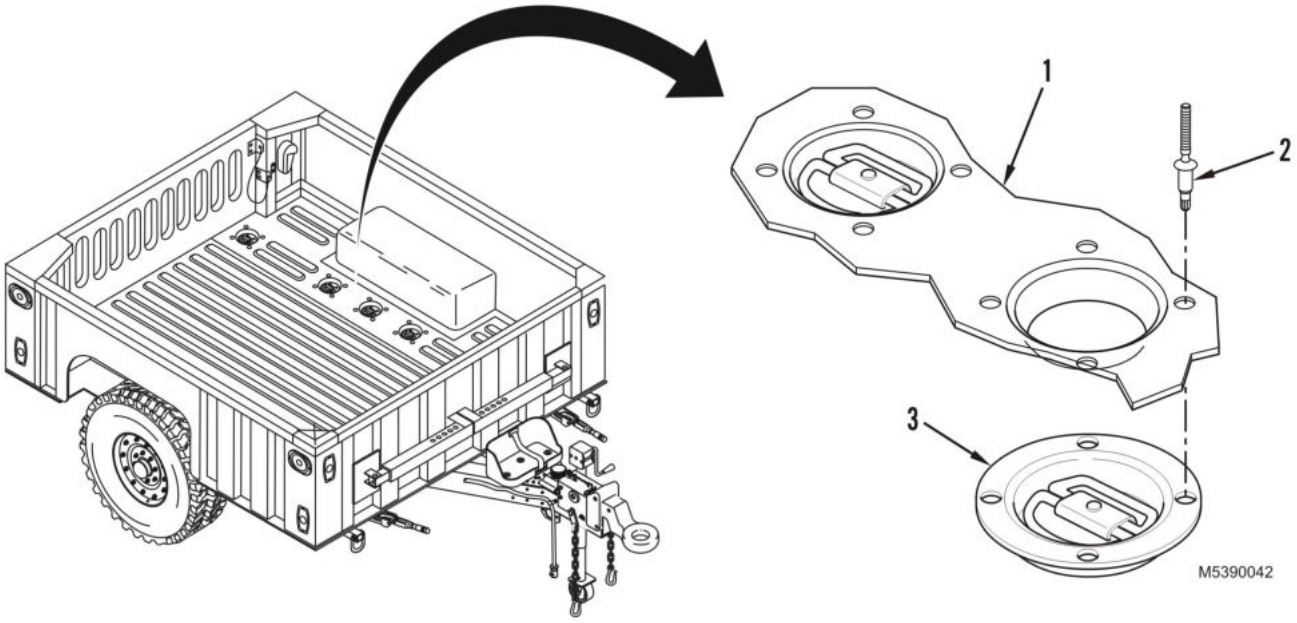

Figure 1. Cargo Tiedown Removal and Installation.
1. Remove four rivets (Figure 1, Item 2) securing cargo tiedown (Figure 1, Item 3) to underside of cargo body (Figure 1, Item 1). Discard rivets.
2. Remove cargo tiedown (Figure 1, Item 3) from cargo body (Figure 1, Item 1).
1. Position cargo tiedown (Figure 1, Item 3) on underside of cargo body (Figure 1, Item 1), and align mounting holes.
2. Install four new rivets (Figure 1, Item 2) securing cargo tiedown (Figure 1, Item 3) to cargo body (Figure 1, Item 1).